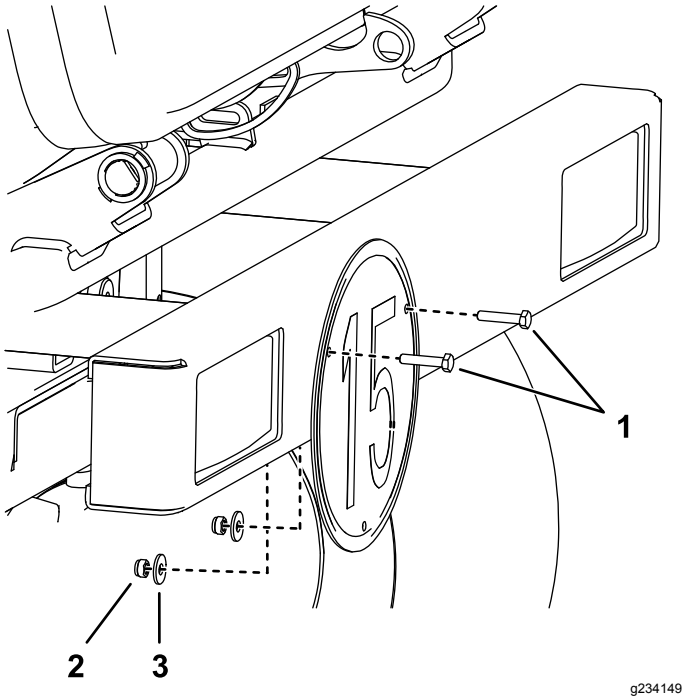

Bild 2
4. Befestigen Sie das Schild mit den Schrauben, Scheiben, Sicherungsmuttern und Schraubenabdeckungen an der hinteren Stoßstange (Bild 2).